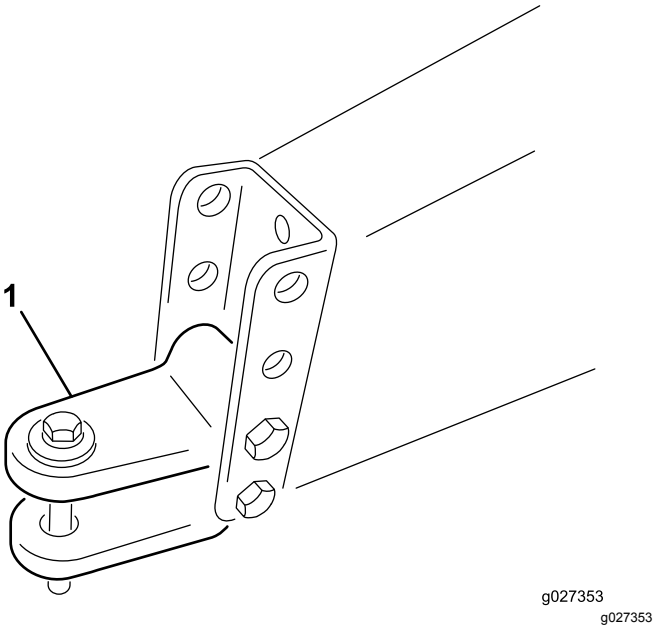

Figur 6
A. Ta bort de skruvar och låsmuttrar som håller fast dragkroksklykan (Figur 6) på maskinramen.